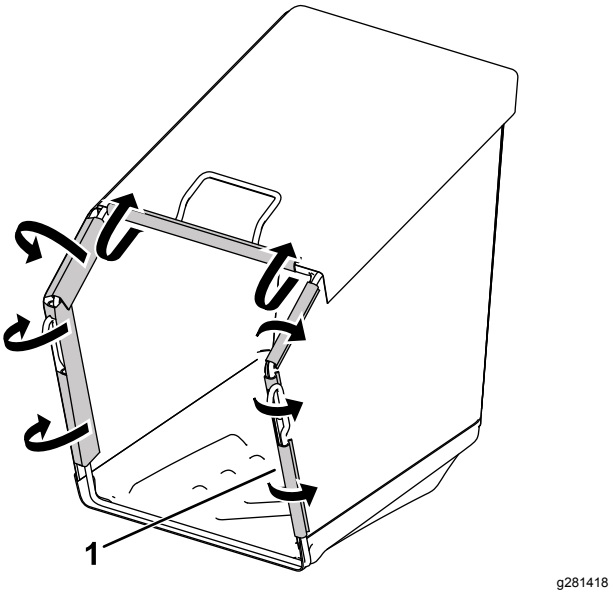

Figur 7
3. Fäst plastklämmorna på gräsuppsamlarramen (Figur 7).